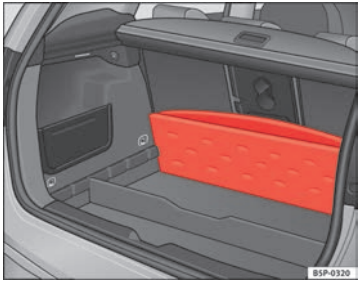

Fig. 104 Portaoggetti variabile pavimento bagagliaio
– Sollevare il pavimento del vano portabagagli e piegarlo completamente all'indietro ⇒ fig. 104.